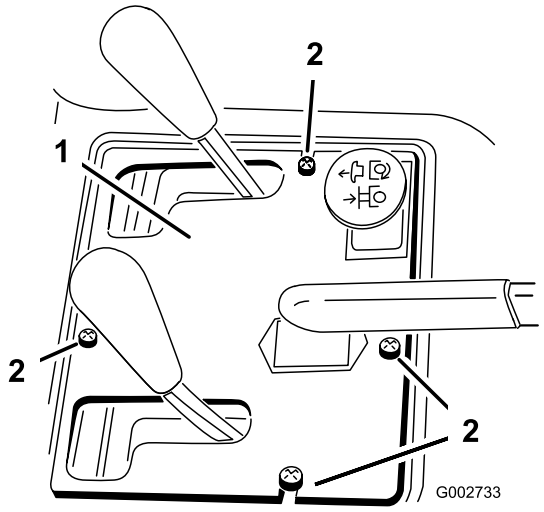

Figuur 35
2. Verwijder de (4) schroeven waarmee het bedieningspaneel is bevestigd aan het frame (Figuur 35).